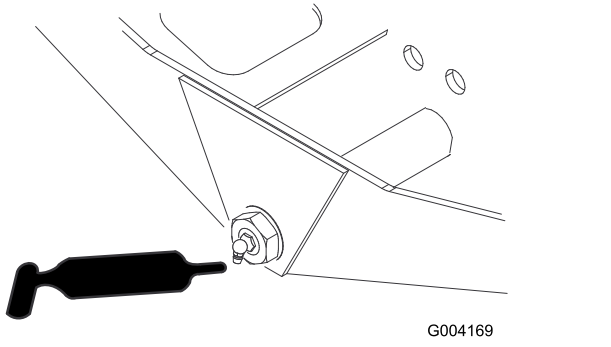

**Figura 34**
- Perno sterzante del ponte (1)—Figura 34